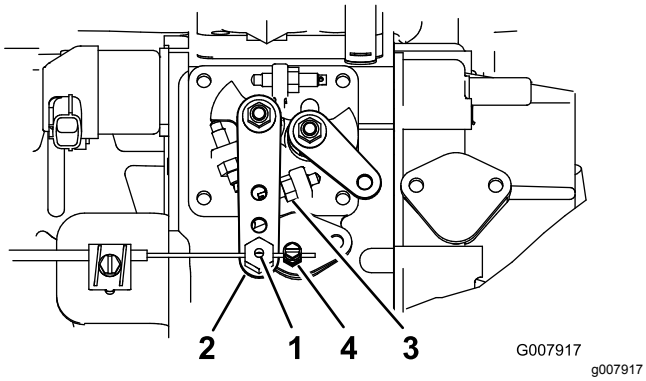

Figur 52
2. Løsne gasskabelkoblingen, på gasskabelen, ved siden av innsprøytingspumpespaken (Figur 52).
3. Hold innsprøytningspumpens spakarm mot høy tomgangsstopp (Figur 52).